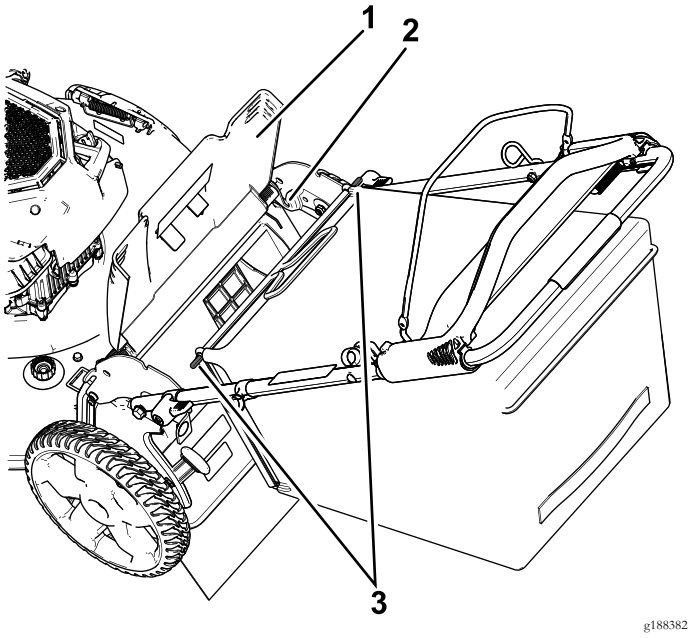

**Rysunek 17**
1. Podnieś i przytrzymaj w górze drzwi tylne (Rysunek 17).
2. Zamontuj worek na trawę, pilnując, aby bolce worka opierały się o wycięcia w uchwycie (Rysunek 17).